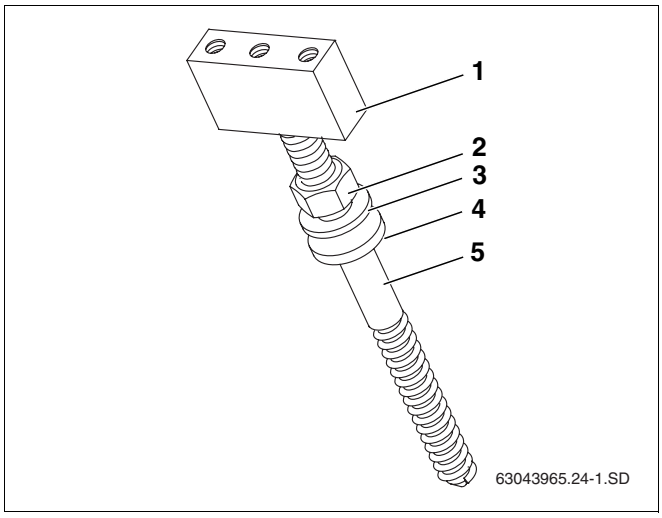

Abb. 23 Reihenfolge Stockschrauben-Montage
- Beim Montieren der Stockschrauben die Reihenfolge der einzelnen Teile beachten (Abb. 23).
- Haltebock (Abb. 23, **Pos. 1**) bis zum Anschlag auf die Stockschraube (Abb. 23, **Pos. 5**) drehen.